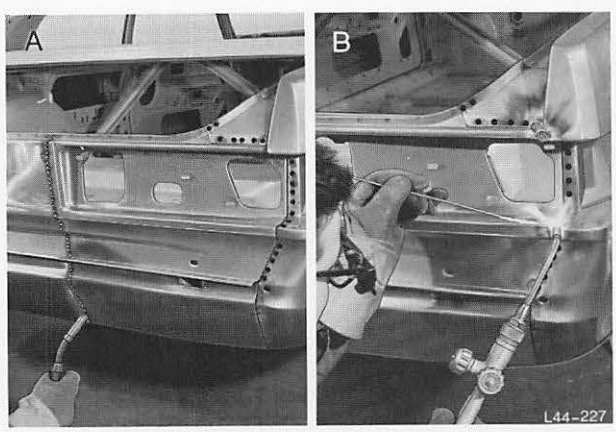

Abb. 242 A = Schnittstelle schutzgasschweißen
14. Rückwandblech mit Schürze schweißen und an den Verbindungsecken löten, Abb. 242.